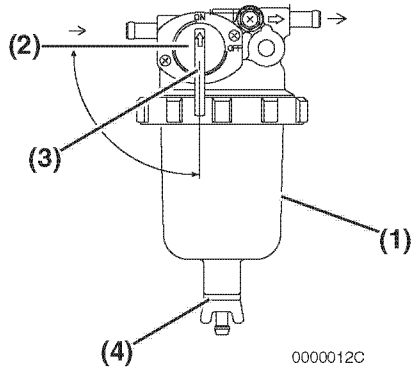

*Figure 8*
1. Position an approved container under the fuel filter / water separator **(Figure 8, (1))** to collect the contaminants.
2. Close **(Figure 8, (2))** the fuel cock **(Figure 8, (3))**.
3. Loosen the drain cock **(Figure 8, (4))** at the bottom of the fuel filter / water separator. Drain any water collected inside.
5. Open the fuel cock **(Figure 8, (3))**.